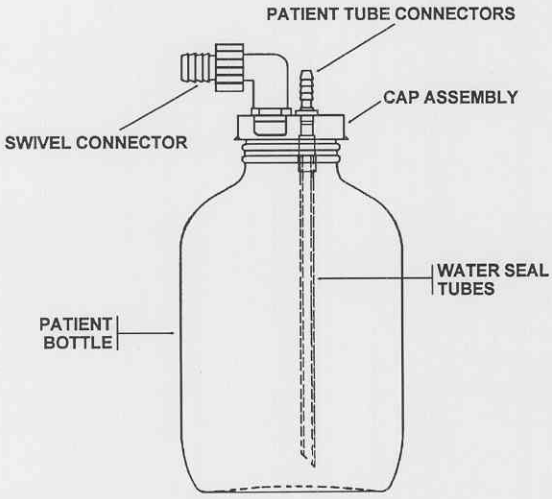
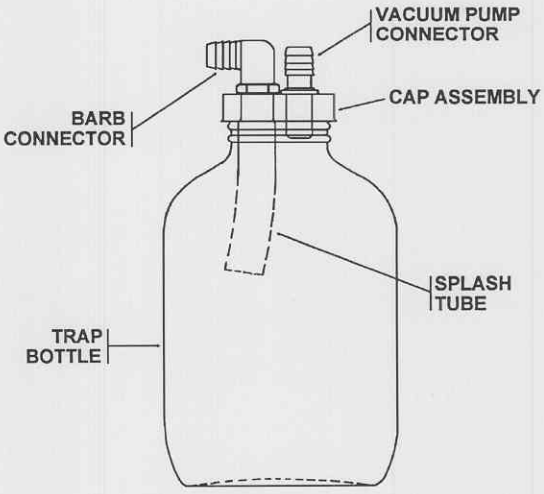

Figure 2-1. Patient bottle.
Figure 2-2. Trap bottle.
a. Patient bottle (fig 2-1).
(1) Unscrew the cap assembly from the patient bottle. Set the bottle aside.
(2) Install the two water seal tubes onto the cap assembly.
(3) Replace the cap assembly onto the patient bottle.
(4) Place the patient bottle into its brackets on the right side of the base assembly.
b. Trap bottle (fig 2-2).
(1) Unscrew the cap assembly from the trap bottle. Set the bottle aside.
(2) Install the splash tube onto the cap assembly.
(3) Replace the cap assembly onto the trap bottle.
(4) Place the trap bottle into its brackets on the left side of the base assembly.